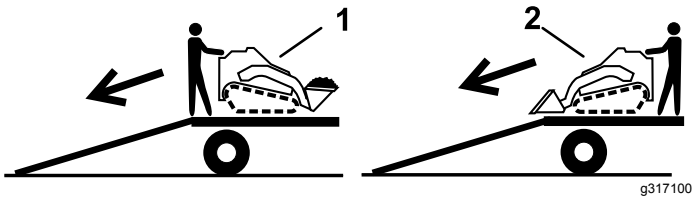

**Figur 22**
2. Lasta av maskinen från släpet med den tunga änden riktad uppför rampen och håll lasten nära marken (Figur 22).